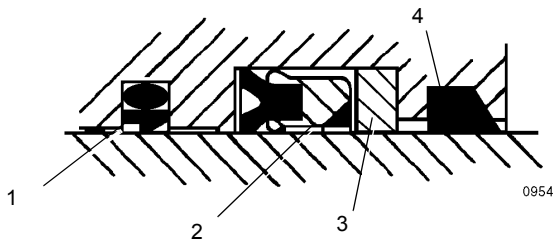

FIGURA 2-40
5. Instale el anillo frotador, el anillo de respaldo, el sello profundo en Z de varilla, el conjunto del sello intermedio y los anillos de desgaste en el interior de la cabeza del cilindro (Figura 2-40).